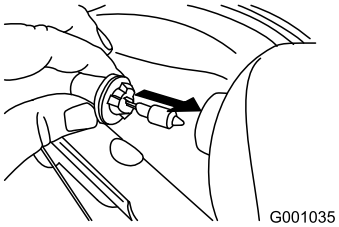

Figur 53
4. Sæt en ny pære ind bag på forlygten (Figur 53).